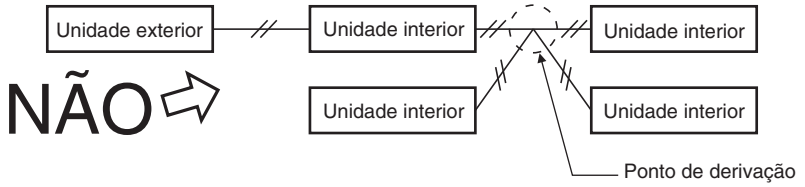

Fig. 4-4
(3) Não realize a instalação eléctrica de controlo entre unidades na forma de derivação em estrela. A instalação eléctrica de derivação em estrela causa uma definição errada do endereço. (Fig. 4-4)